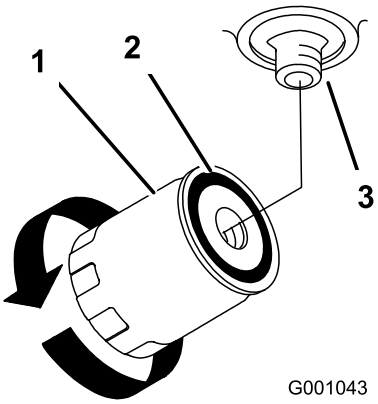

Figure 75
4. Déposez le filtre usagé et essuyez la surface du joint de l'adaptateur (Figure 75).
6. Montez le filtre de rechange sur l'adaptateur, Tournez le filtre dans le sens horaire jusqu'à ce que le joint rejoigne l'adaptateur, puis donnez 1/2 tour supplémentaire (Figure 75).